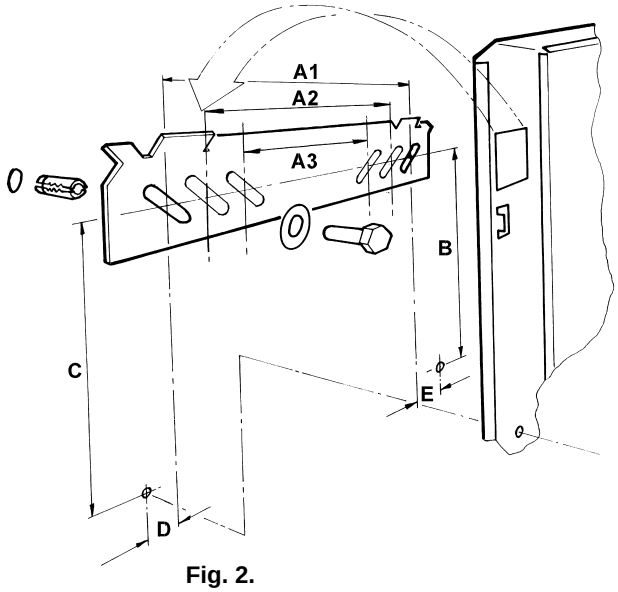

Fig. 2.
3. Mark out the two required top hole centres as shown in Fig. 2, (note that the top of the IMPACT unit will be approximately 100mm above the level of the hole centres). Drill to suit M6 Rawlbolt shields or equivalent strength fasteners. Secure the wall mounting bracket to the upper two holes ensuring that it is level.